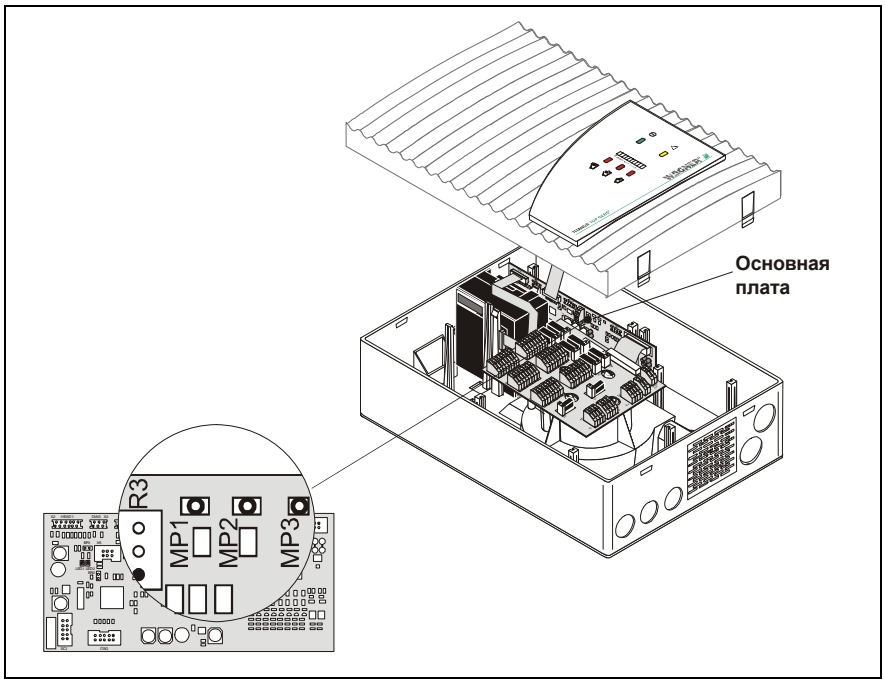

Рис. 7.3: Настройка датчика воздушного потока с учётом давления воздуха в TITANUS TOP-SENS®
5. Подключите мультиметр к точкам измерения MP2 (+) и MP3 (-) (см. Рис. 7.3). При этом учитывайте полярность. В измерительном приборе выберите диапазон «V-DC». Напряжение в точках измерения стандартно составляет 1,2 В.